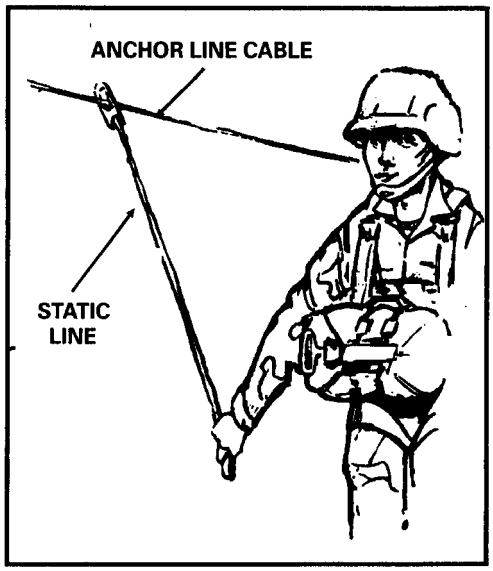
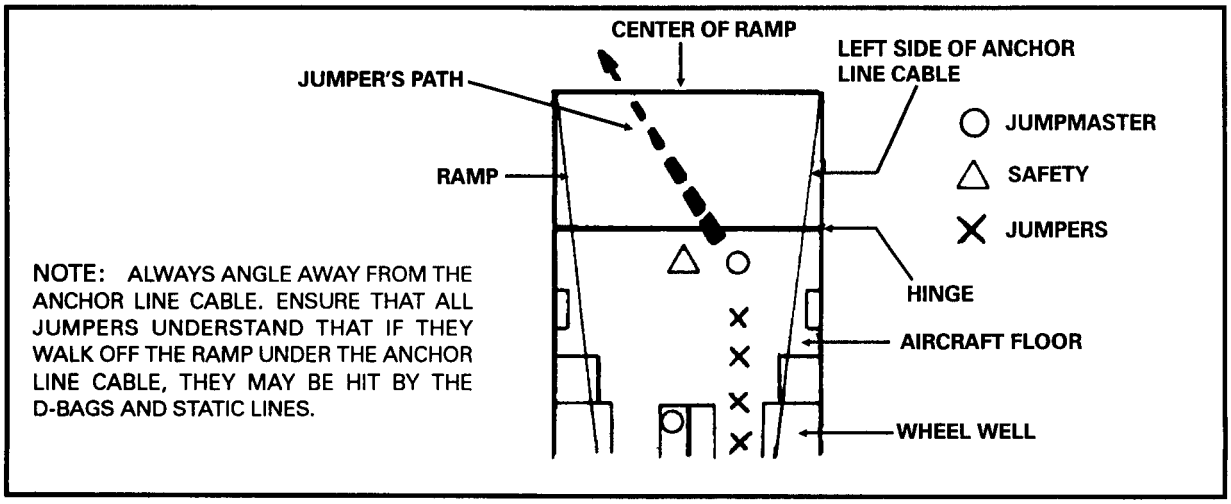

Figure 16-5. Static line grasped with reverse bight.
Figure 16-6. Personnel locations.
(2) Jumpers hook up to the appropriate anchor line cable with the open side of the snap hook facing outboard toward the skin of the aircraft They maintain a reverse bight (Figure 16-5).
(3) Door check is not required. If using GMRS, the PJM must spot the ground marking from the left side of the ramp.
(4) After giving the command STAND BY, the JM moves to the center edge of the ramp and exits on green light. The safety positions himself immediately behind the hinged portion of the ramp and controls the flow of parachutists.
(5) Each parachutist walks off toward the center of the ramp at an angle away from the anchor line cable (Figure 16-6).